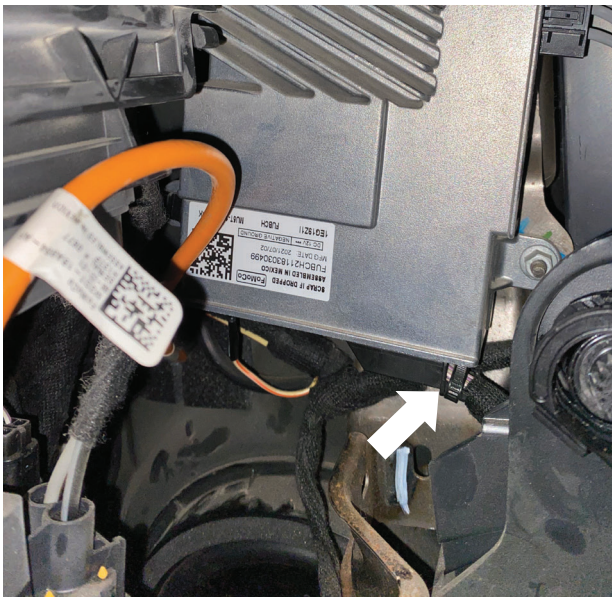

Fig. 41: Unplug the 26-pin connector on the GWM.
12. Unplug the 26-pin connector plugged into the bottom of the GWM. Reach as high up as possible on the backside of the plug and press it toward the vehicle center with your finger, then pull it down (Fig. 41).